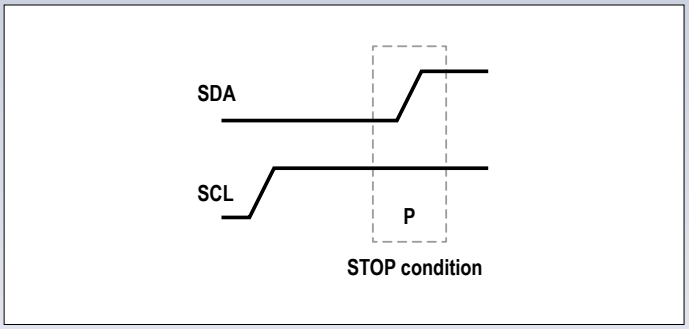

Bild 7. Stoppbedingung.
4. Am Ende der Übertragung lässt der Master erst die Taktleitung SCL und dann die Datenleitung SDA los, die dann beide daraufhin von den Pull-Ups wieder auf HIGH gezogen werden. Diese Sequenz (**Bild 7**) heißt *STOP condition*. Gegebenenfalls muss der Master dazu erst die Datenleitung SDA auf LOW ziehen.